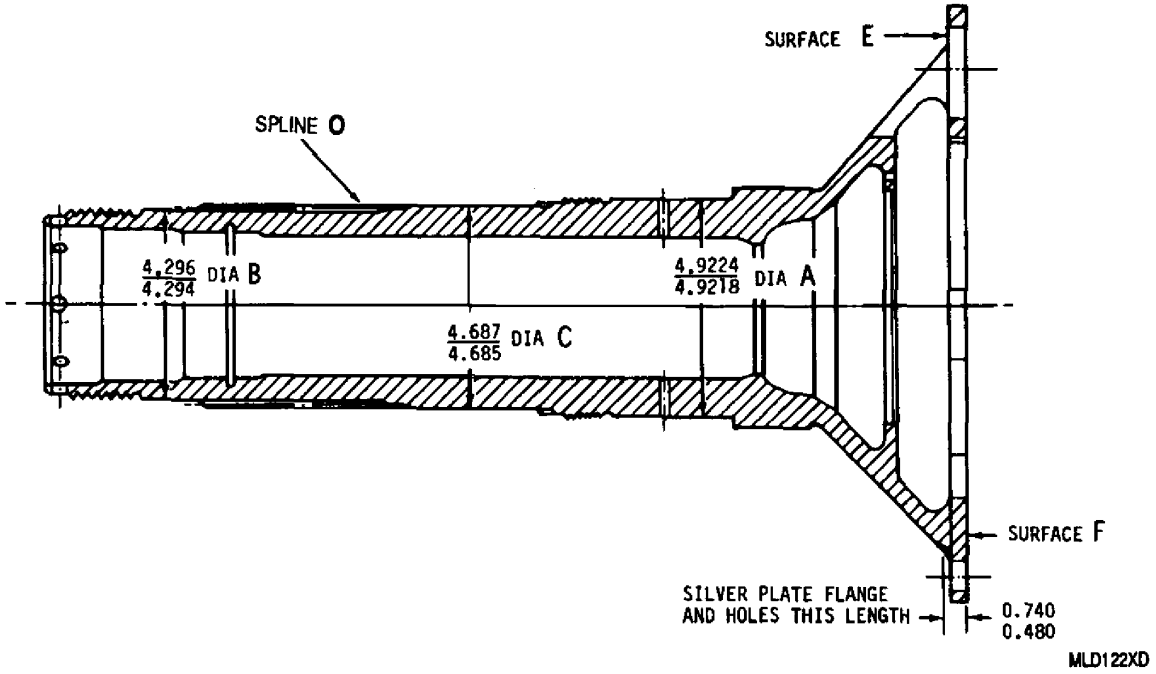

Figure 1. Propeller Shaft Bearing Journal Repair
8. Propeller Shaft Flange − Repair. (figures 1 and 2)
(1) Max stock removal from each side shall not exceed 0.005 in.
(2) Min thickness of flange at hole spotfaces (Surface E) shall not be less than 0.417 in.
(3) Surface texture after grinding shall be 32 RMS or finer.
(4) Smooth and polish all sharp edges.
(5) Case hardness after grinding shall be 15N86 minimum.
e. Establish shaft axis (true center) using Diameter A and B (figure 1). The following limits apply:
(1) Diameters A and B shall be concentric within 0.002 in. FIR.
(2) Surface F shall be square within 0.002 in. FIR with shaft axis.
(3) Surface E (hole spotfaces) shall be parallel to Surface F within 0.001 in. FIR.
h. Silver plate ground areas per WP 018 00 to distance 0.480 − 0.740 in. (figure 1). Plating thickness shall be 0.0001 − 0.0003 in.
(1) Continuously flood the work piece with filtered coolant.
(2) Use a freshly dressed wheel and a surface speed not more than 6500 surface feet per minute (SFPM).
(3) Do not exceed a feed rate of 0.0002 in. per pass.
g. Grind to finish dimension per applicable figure 1 or figure 2 while following the parameters below:
(2) Use a freshly dressed wheel and a surface speed no more than 6500 SFPM (surface feet per minute).
h. Reestablish hole deviation per applicable figure 1 or figure 2.